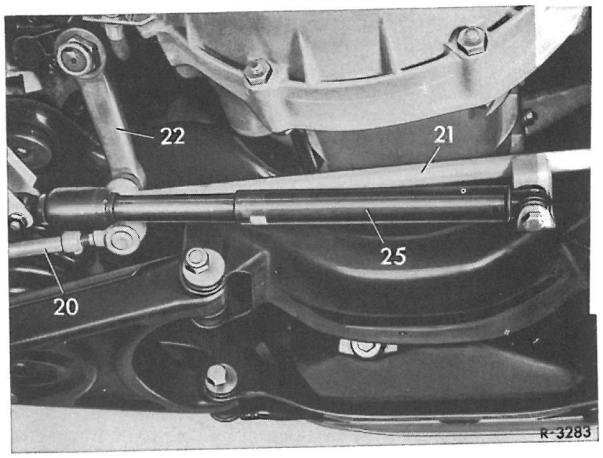

Fig.46-9/7
1 Styretøjsstøddæmper(25)løsnes på styrestangen(21) fig. 46-9/7.